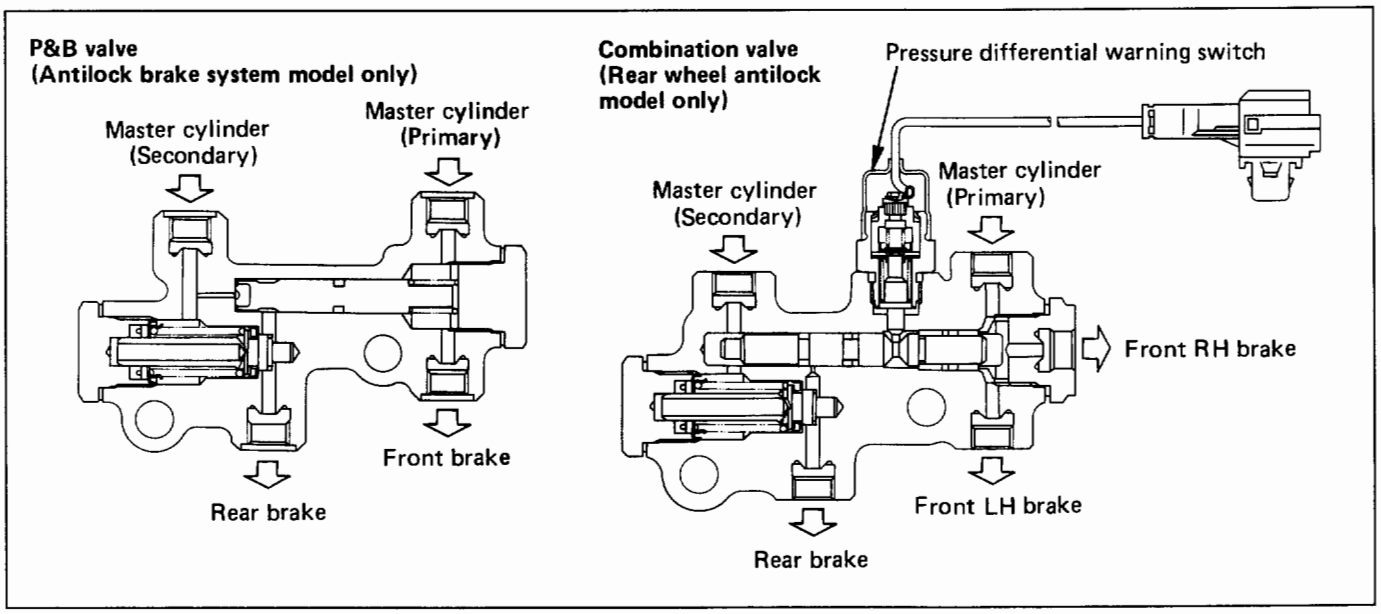

Fig. 5A-4
1. Disconnect the wiring connector at the combination valve (Fig. 5A-5).